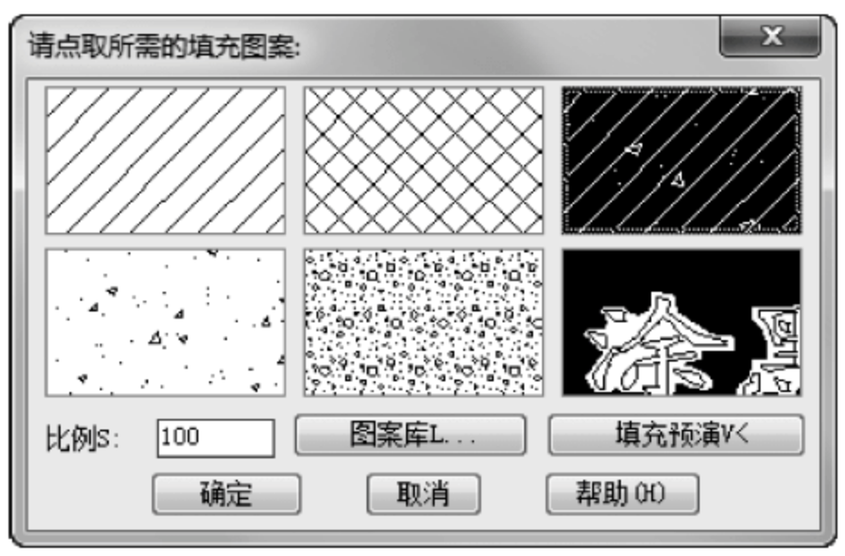

图 16-38 “请点取所需的填充图案”对话框
(1) 单击菜单中的“剖面”→“剖面填充”命令，打开如图 16-38 所示的对话框，选择“钢筋混凝土”的填充图案，将楼梯进行填充，命令行提示如下。